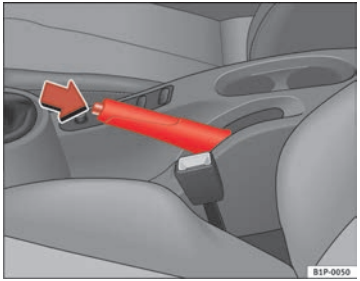

Fig. 130 Handbrake between the front seats
– Pull the handbrake lever up firmly ⇒ fig. 130.
– Pull the lever up slightly and press the release knob in the direction of the arrow ⇒ fig. 130 and guide the handbrake lever down fully ⇒ ⚠.